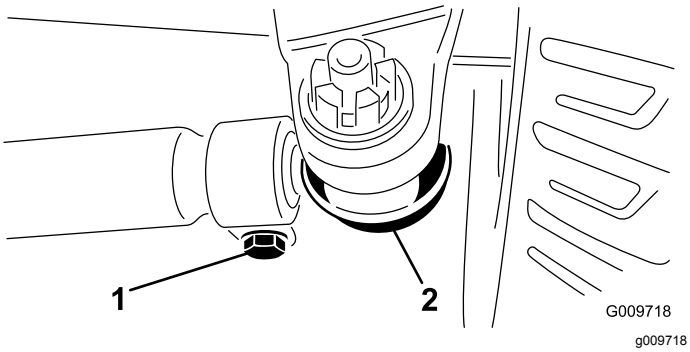

Figuur 77
2. Om het toespoor af te stellen, moet u de borgpen en moer van één van de kogelverbindingen van de trekstang (Figuur 77) verwijderen en de kogelverbinding van de trekstang verwijderen van de steun van de differentieelbehuizing.
3. Draai de klemmen aan beide uiteinden van de trekstangen los (Figuur 77).